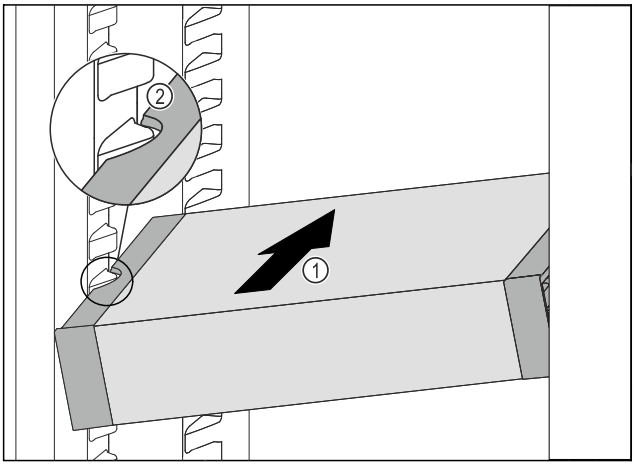

*Fig. 124*
▶ Zasuňte VarioSafe do chladničky pod úhlem tak *Fig. 124 (1)*, aby vybrání na bocích *Fig. 124 (2)* VarioSafe byla na úrovni žebrování na nádoby v chladničce.